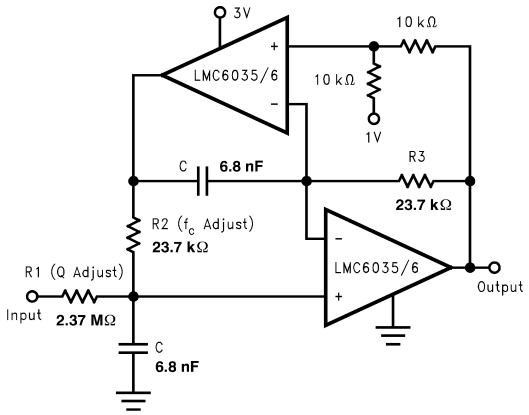

Figure 49. 2 Pole, 1kHz Active, Bandpass Filter
The dual amplifier bandpass (DABP) filter features the ability to independently adjust f_c and Q. In most other bandpass topologies, the f_c and Q adjustments interact with each other. The DABP filter also offers both low sensitivity to component values and high Qs. The following application of Figure 49, provides a 1kHz center frequency and a Q of 100.
1. First choose a center frequency (f_c). Figure 49 represents component values that were obtained from the following computation for a center frequency of 1kHz. R2 = R3 = 1/(2 πf $_c$C) Given: f_c = 1kHz and C $_{(chosen)}$ = **6.8nF** R2 = R3 = 1/(2π x 3kHz x 6.8nF) = 23.4kΩ